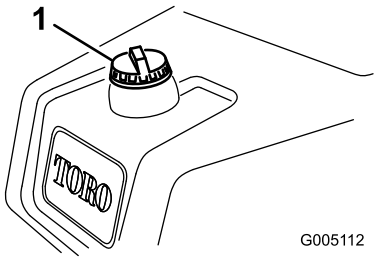

Figuur 23
1. Reinig het gebied rond de dop van de brandstoftank (Figuur 23).